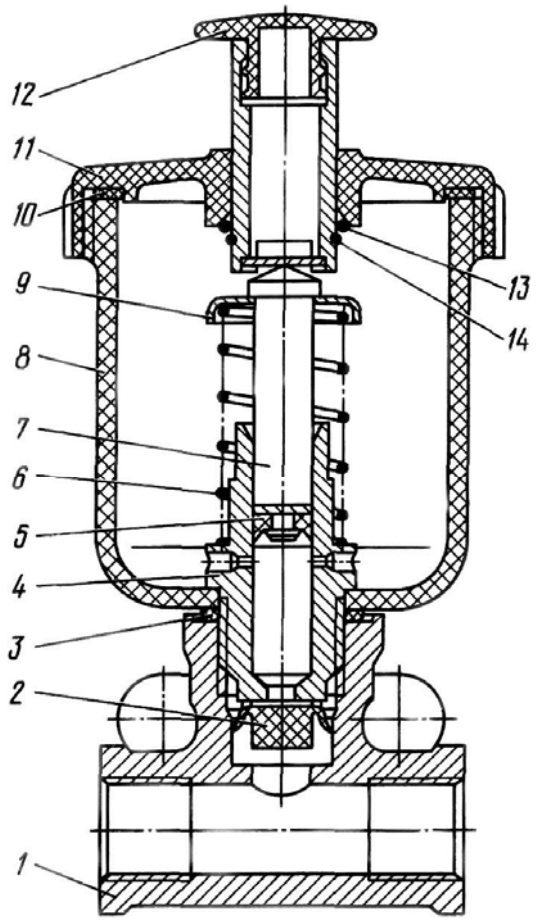
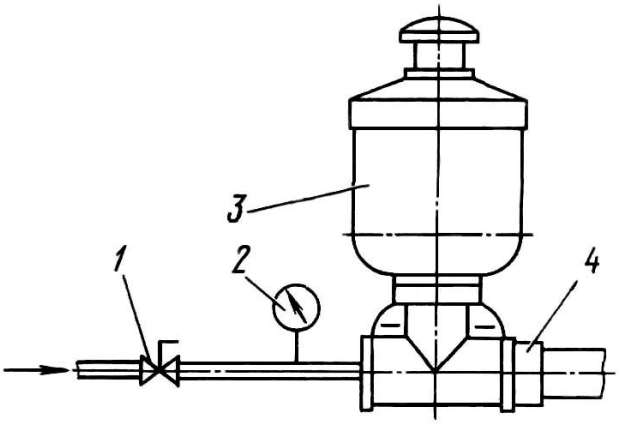

Рис.92. Противозамерзатель:
Рис.93. Схема испытания противозамерзателя:
1. Отверните крышку 11 (рис.92) и снимите ее в сборе с толкателем.
Проверьте работу противозамерзателя на стенде, подсоединив его так, как показано на рис.93. При этом кран 1 должен быть закрыт, подвижный запор 4 отведен.
Установите пружину 6 (см. рис.92), шайбу 9, шток 7 и крышку 11 в сборе с толкателем. Нажатием на кнопку 12, переместите толкатель 4 - 5 раз. Закройте кран 1 (см. рис.93), отведите подвижный запор 4, при этом в канале корпуса должно быть наличие жидкости.
После испытаний снимите крышку 11 (см. рис.92) в сборе с толкателем и шток 7, слейте жидкость, удалите с деталей следы жидкости и эмульсии, установите снятые детали.